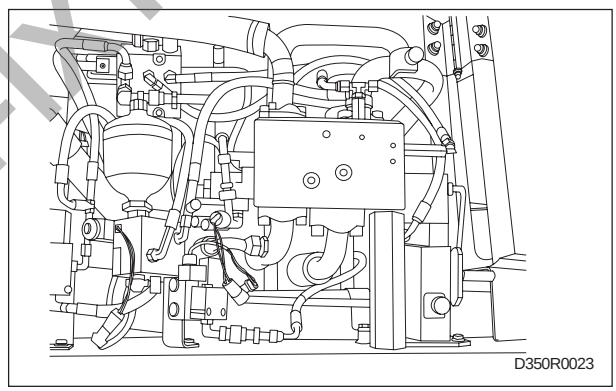

Fig. 6-8
- tag and disconnect all hydraulic pipes from the control valve (see fig. 6-8);